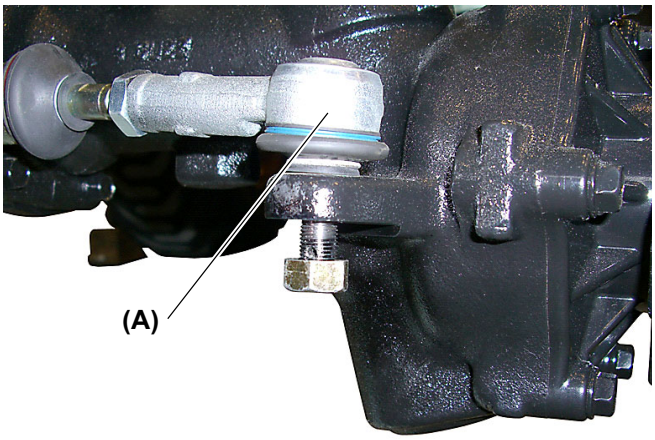

Fig.7
7. Remove the tie rod (Fig. 7, (A)).